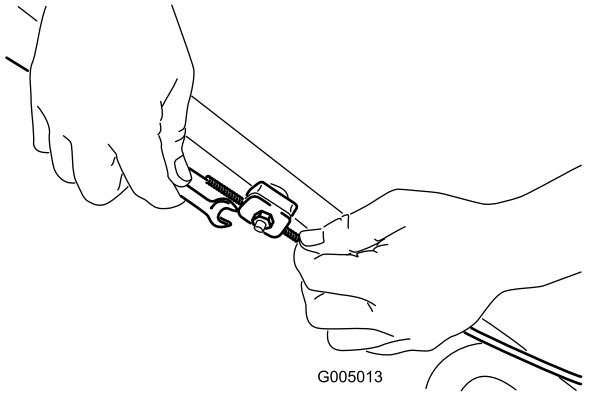

**Figuur 28**
1. Draai de moer van de kabelbeugel los (Figuur 28).